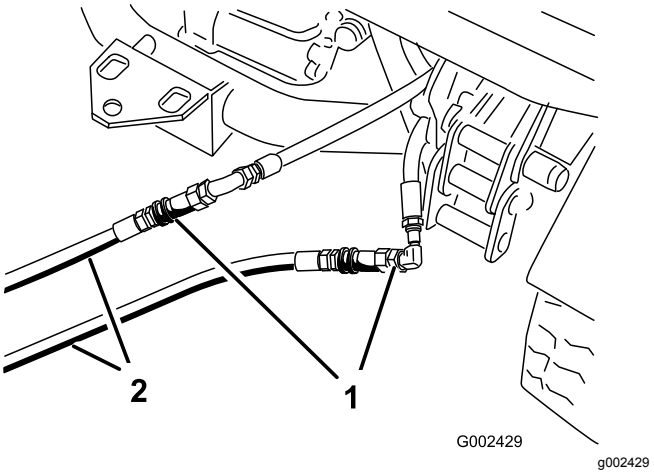

**Bild 74**
3. Schließen Sie an der defekten Maschine die beiden Überbrückungsschläuche an die Schläuche an, die abgeschlossen wurden (Bild 74).